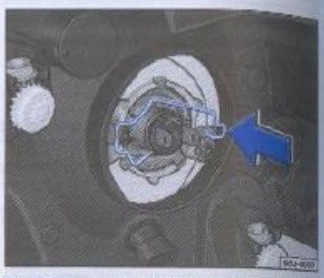

Fig. 137 Acceso a la lámpara de la luz de cruce / carretera
– Comprima el resorte de seguridad ⇒ fig. 137 en el sentido de la flecha y desplácela, para destrabar la lámpara.